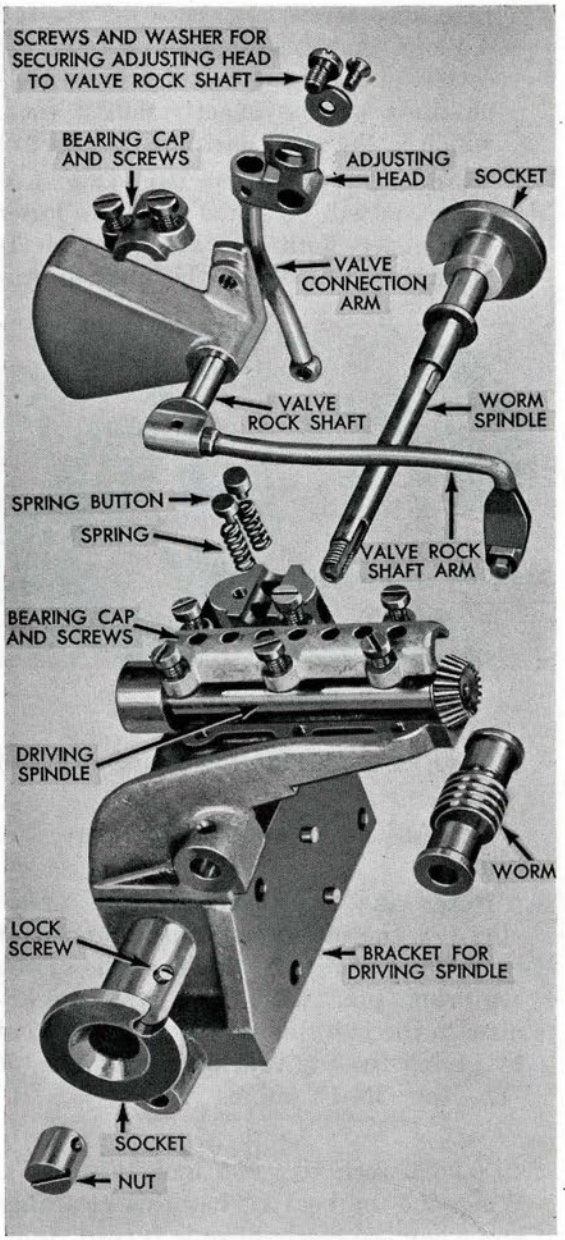

Figure 258
*12. Replace angle fire spindle, socket, and worm on bracket for driving spindle (Fig. 258).
13. Replace bracket for driving spindle (Fig. 258).